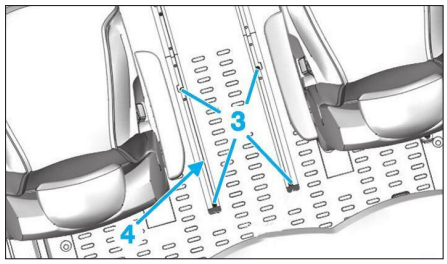

**Fig. 14**
• Déposer les vis (3) des rails arrière (4) de la table mobile **(Fig.14)**.